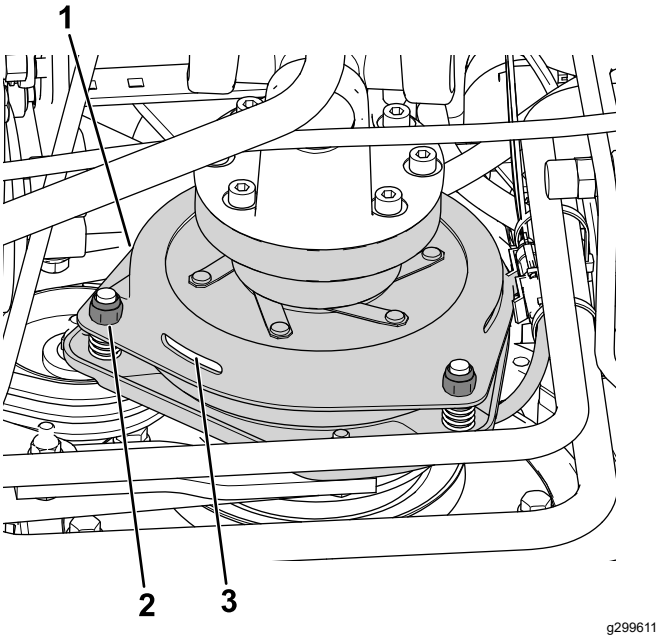

Figura 76
3. Ajuste la holgura hasta que pueda deslizar una galga de 0,3 mm entre la guarnición del embrague y la placa de fricción con una ligera presión (Figura 76).
Nota: La holgura puede reducirse girando las tuercas de ajuste en sentido horario (Figura 76). La holgura máxima es de 0,6 mm. Ajuste las 3 holguras a 0,4 mm.